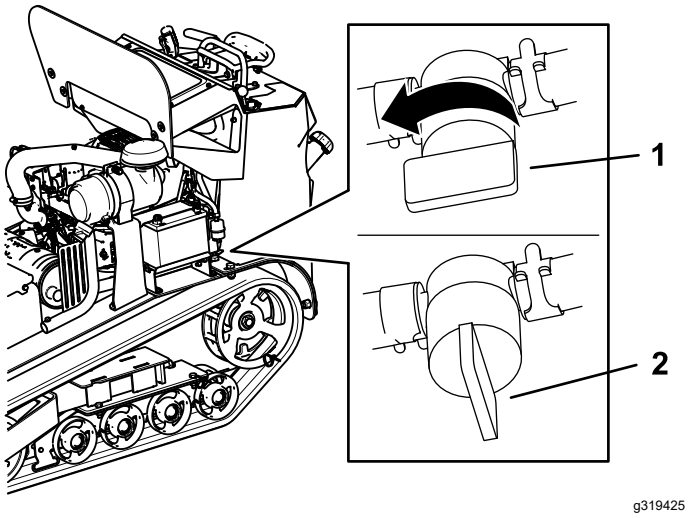

Figur 39
3. Vrid bränslekranen till det stängda läget (Figur 39).